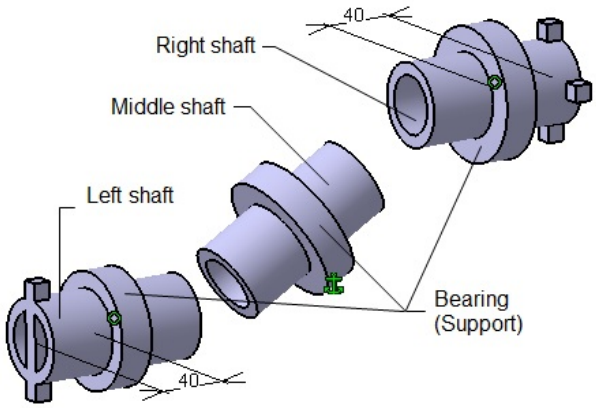
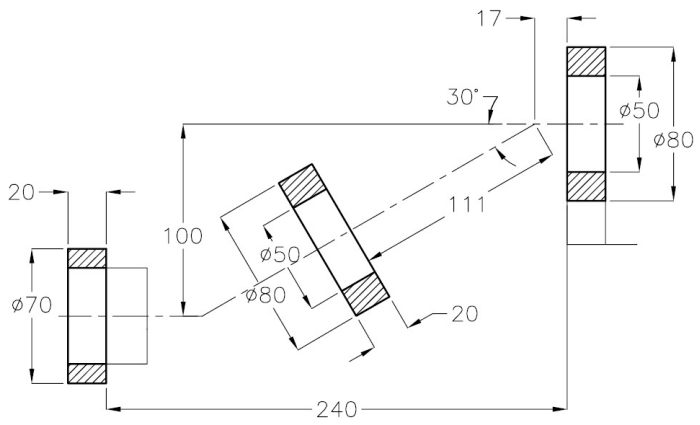

Figure 16-69 *Mechanism created using the CV joint*
Figure 16-70 *Cross-sectional view and dimensions of the Bearing (Support)*
In this tutorial, you will create an assembly and its mechanism using the CV joint shown in Figure 16-69. The orthographic views and dimensions of the parts are shown in Figures 16-70 through 16-73. (**Expected time: 1.5 hr**)
In this tutorial, for the simplification of the mechanism, the Bearing (Support) has been created as a single part, as shown in Figure 16-70. However, you can create this Bearing (Support) as three individual parts and assemble them in the ***Assembly Design*** *workbench. Then, the steps to create the mechanism will be different from the one discussed in this tutorial.*
7. Similarly, align the axis of the Middle shaft and its Bearing, refer to Figure 16-69.
You can also use the central axis of the Compass to slide the shaft in its bearing for proper positioning, refer to Figure 16-69.